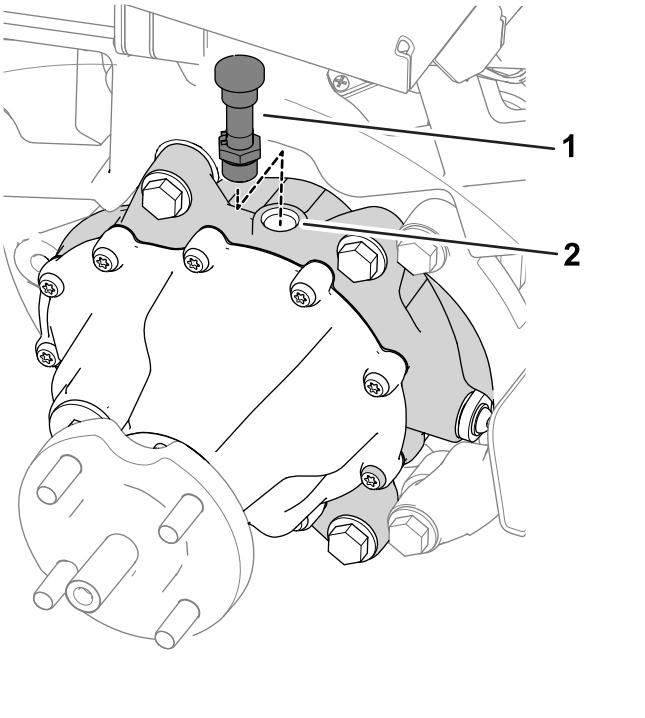

Bild 66
7. Nehmen Sie den Entlüftungsschlauch und das Anschlussstück von der Oberseite des Getriebes ab (Bild 66).
9. Montieren Sie den Entlüftungsschlauch und das Anschlussstück an die Füllöffnung (Bild 66).